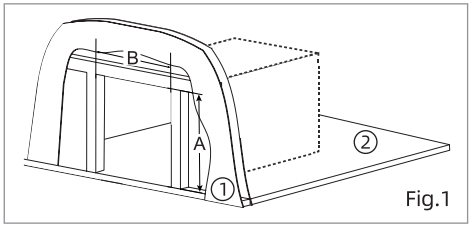

Fig.1
1. Créez une découpe avec les dimensions suivantes A et B de la Fig. 1.
1. Repérez le point d'entrée de la plomberie pour l'entretien de l'arrière de l'appareil. Assurez-vous que le point d'entrée ne se trouve pas dans la partie inférieure de l'appareil. (Fig.1)
2. Repérez le point d'entrée du câblage pour l'entretien de l'arrière de l'appareil. Assurez-vous que le point d'entrée ne se trouve pas dans l'espace au sol de l'appareil (Fig.1). Assurez-vous que tous les bords sont protégés afin d'éviter l'abrasion du fil.